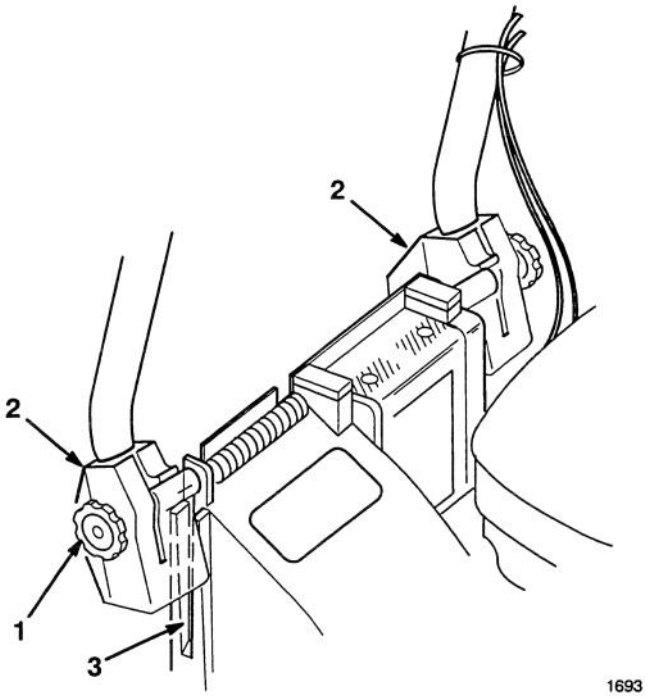
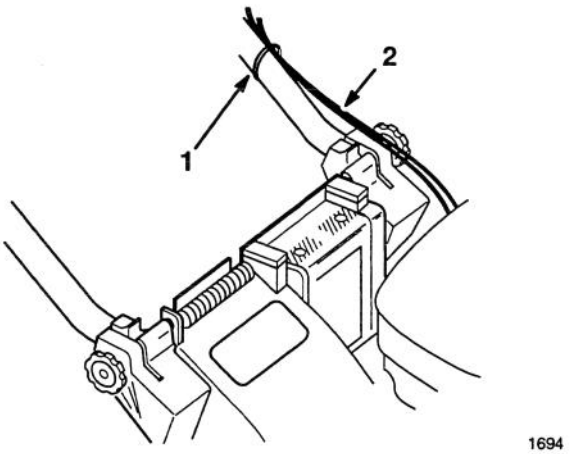

Abbildung 1
Abbildung 2
1. Die Knöpfe an den Haltebügeln lösen (Abb. 1).
3. Die Enden der Griffstange in die Löcher der Gestängehalterung schieben, bis sie sicher gehalten werden (Abb. 1). Sicherstellen, daß Gaszug, Elektrostartkabel (E-Start-Modell) und Antriebskabel an der Gestängehalterung links oben sind (Abb. 2).
4. Den Griff und die Gestängehalterungen nach hinten schwenken, bis die Rastklinken sicher in den Gehäuserasten gehalten werden (Abb. 2).
6. Die Kabel mit Kabelklemmen links am Griff befestigen (Abb. 2).